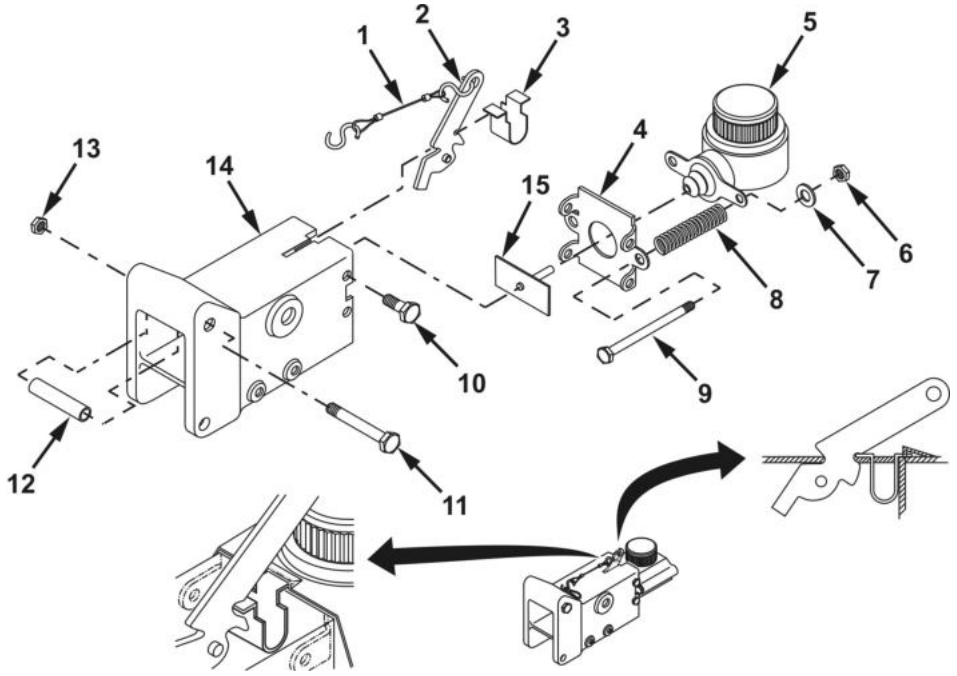

Figure 3. Hydraulic Brake Actuator Disassembly.
4. Remove four machine screws (Figure 3, Item 10) securing master cylinder mounting plate (Figure 3, Item 4) to brake actuator housing (Figure 3, Item 14). Remove master cylinder (Figure 3, Item 5) with attached mounting plate from actuator housing. Discard machine screws.
5. Remove hydraulic actuator breakaway spring lever (Figure 3, Item 2) and attached breakaway cable (Figure 3, Item 1) from actuator housing (Figure 3, Item 14). Then remove breakaway lever spring (Figure 3, Item 3).
6. Remove two capscrews (Figure 3, Item 9), nuts (Figure 3, Item 6), washers (Figure 3, Item 7), and springs (Figure 3, Item 8) securing master cylinder mounting plate (Figure 3, Item 4) and push rod assembly (Figure 3, Item 15) to master cylinder (Figure 3, Item 5). Carefully remove push rod assembly and mounting plate from master cylinder.
7. Carefully remove push rod assembly (Figure 3, Item 15) and mounting plate (Figure 3, Item 4) from master cylinder.
8. Remove locknut (Figure 3, Item 13), upper bolt (Figure 3, Item 11), and roller (Figure 3, Item 12) from actuator housing (Figure 3, Item 14). Discard locknut.